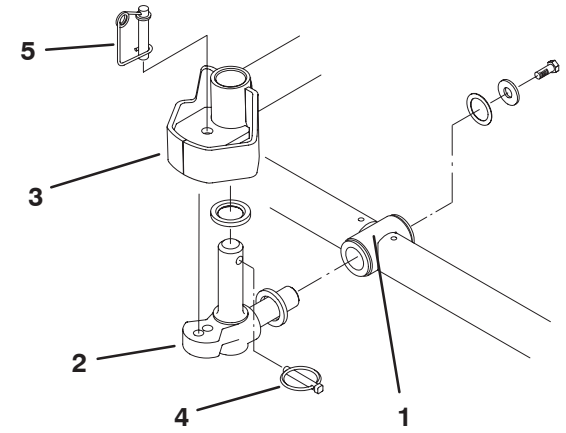

Figur 4
6. Før en trykkskive inn på den horisontale akselen på svingleddet som vist i figur 4.